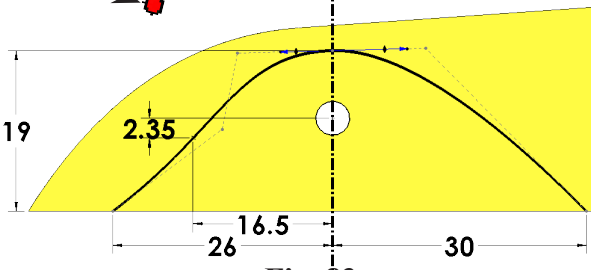

Fig. 83
Step 17. Dimension as shown in **Fig. 83**.